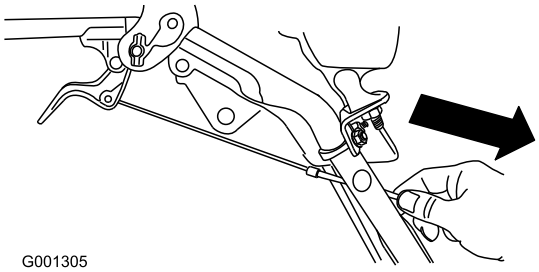

**Figur 9**
1. Kabelklämma (2)
4. Dra försiktigt ned kabelhöljet tills hjulkopplingsspaken dras ned och kabeln inte längre är slak, och dra sedan åt muttern på kabelklämman ordentligt (Figur 9).